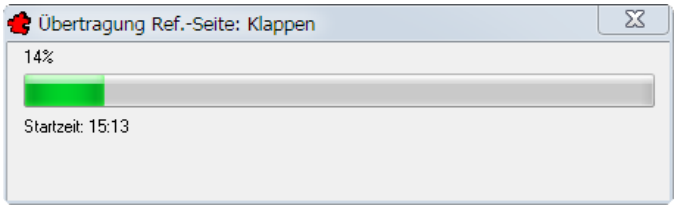

Bild 32.41 – Fortschrittsanzeige beim Archivieren von Referenzstandards
- Bestätigen Sie, so wird das Archiv erstellt. Dies kann einige Minuten dauern (Abb. 32.41).